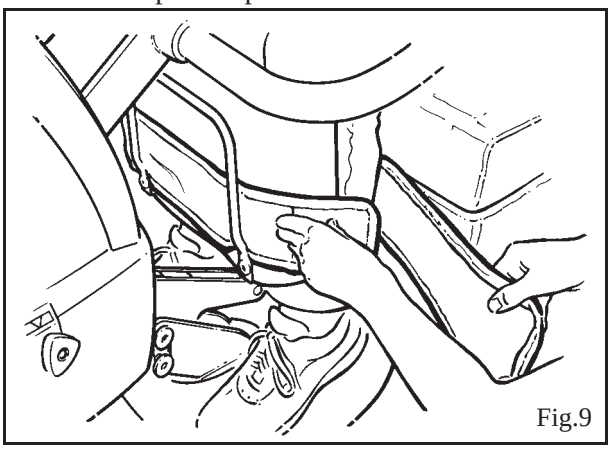

Fig.9
3. Superposer et presser l'une contre l'autre les sangles pour la partie inférieure des jambes afin d'attacher la sangle à ruban autoagrippant. (Voir Fig. 9)